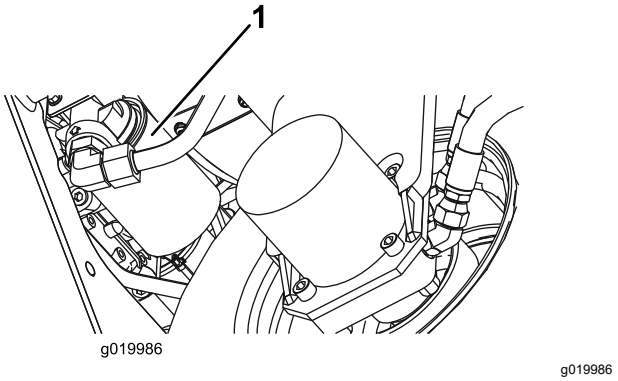

Figur 78
2. Rengør omkring det område, hvor filteret monteres. Anbring en dræningsbakke under filteret (Figur 78), og fjern filteret.